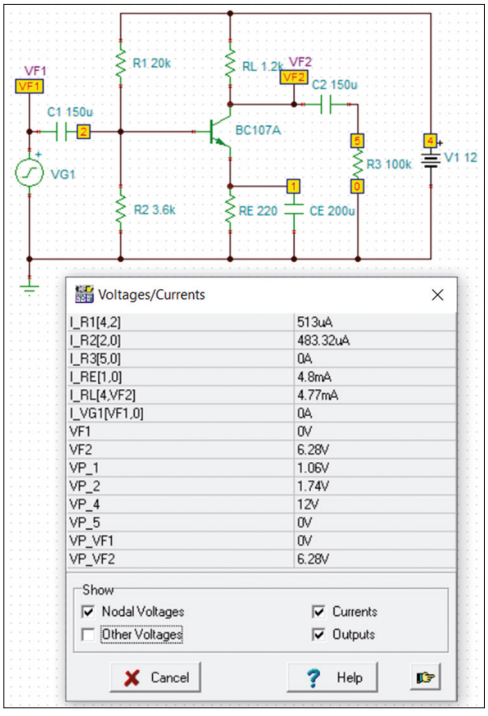

Figure 4.38 DC voltages and currents in the circuit.
- Remove the Oscilloscope. Click **Analysis → DC Analysis → Table of DC results** to display the DC voltages and currents in the circuit. This is shown in Figure 4.38.